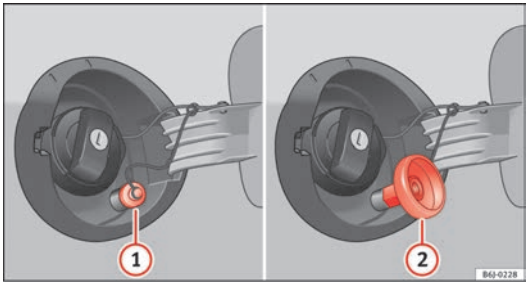

Fig. 127 Fuel tank open with LPG filler neck and adapter.
– Unscrew the cap of the gas filler neck ⇒ fig. 127 (1).
– Screw the required adapter ⇒ fig. 127 (2) on the gas filler neck (1).
– Unscrew the adapter ⇒ fig. 127 (2).
– Screw on the cap of the gas filler neck ⇒ fig. 127 (1).